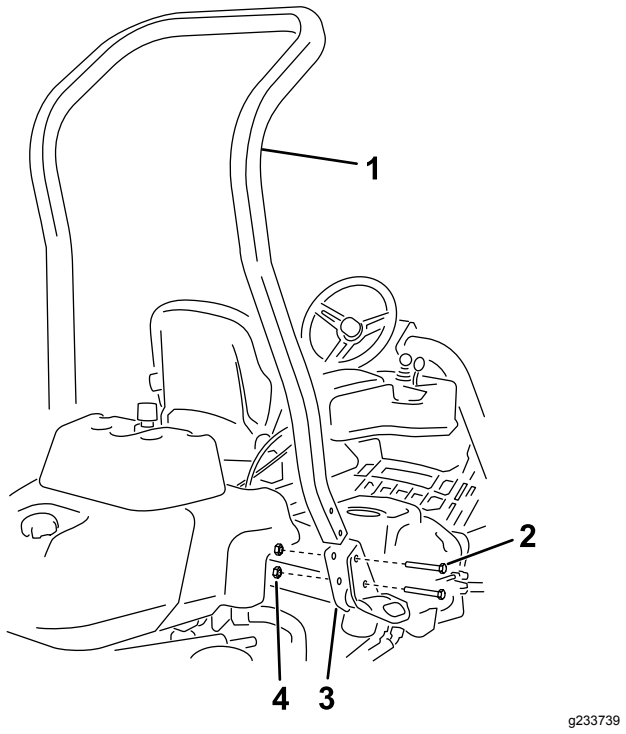

**Figur 3**
3. Montera störtbågen i vältskyddets fäste på båda sidorna av maskinen med hjälp av fyra bultar (½ x 3¾ tum) och fyra flänsmuttrar (½ tum). Se (Figur 3).